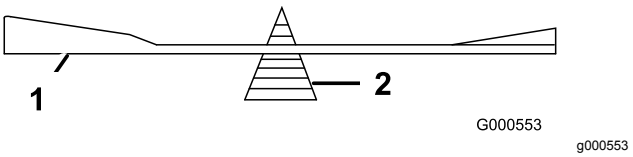

Rysunek 79
2. Sprawdź wyważenie ostrza, układając je na równoważniku ostrzy (Rysunek 79).